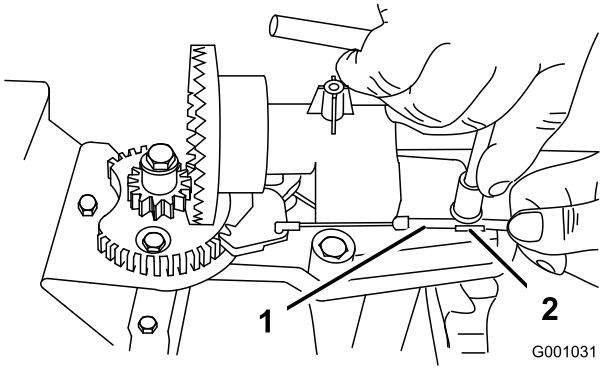
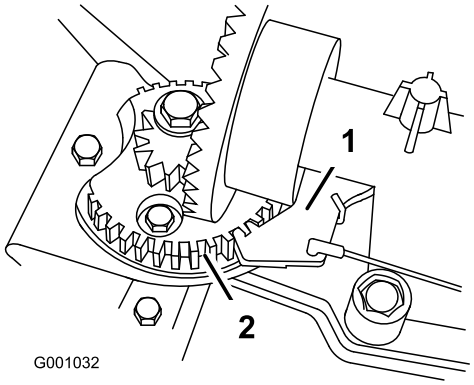

Figur 59
Figur 60
2. Lossa bulten på kabelklämman (Figur 59).
3. Ta tag i kabelledningen och för den mot maskinens främre del tills spärrhaken på utkastaren helt hakar in i kugghjulets kuggar (Figur 59 och Figur 60).
Obs: Spärrhaken är fjäderupphängd och kommer att röra sig in i kuggarna på kugghjulet av sig själv (Figur 60).